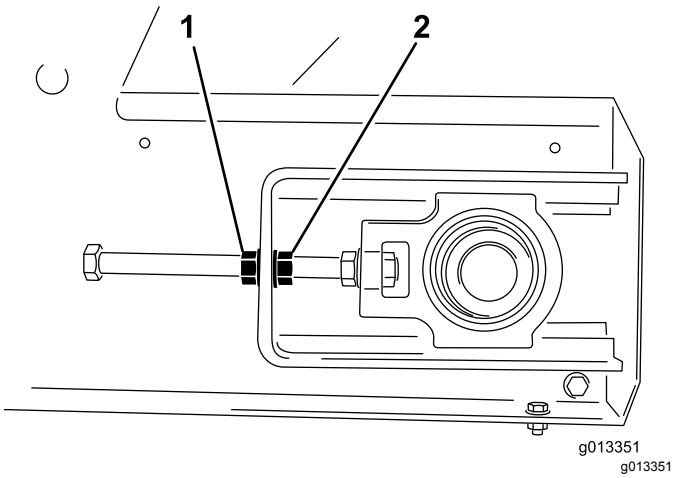

Rysunek 55
4. Za pomocą 2 kluczy przytrzymaj koniec linki napinacza w miejscu, a następnie odkręć nakrętkę zabezpieczającą, tj. nakrętkę znajdującą się najbliżej końca linki (Rysunek 55).
i dokręć nakrętkę regulacyjną za dwa płaskie fragmenty nakrętki (Rysunek 55).